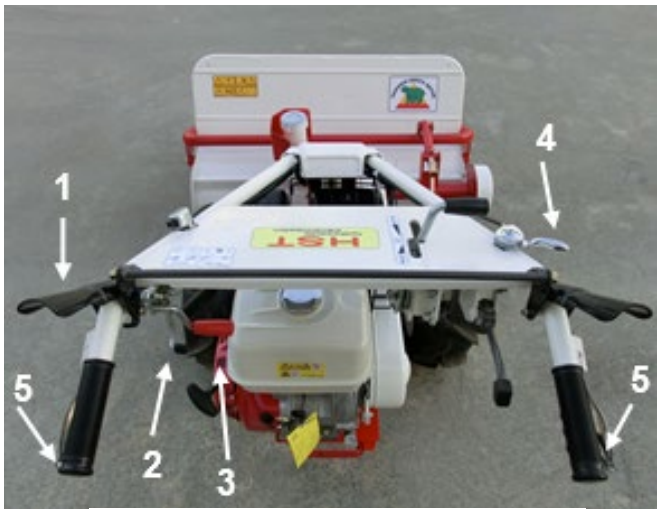

Figure 7
- Augmentez la vitesse du moteur au maximum. Baissez le levier verrouillage (2, Figure 7) relevez ensuite lentement le levier d'embrayage de lame (3, Figure 7). Avancez alors dans l'herbe pour tondre.
- Relâchez le levier de verrouillage (2, Figure 7) et laissez le levier d'embrayage descendre.
- Placez le levier d'accélérateur sur "LO" (4,Figure 7).
- Arrêtez le moteur en plaçant le commutateur d'allumage sur "off" (Figure 7)